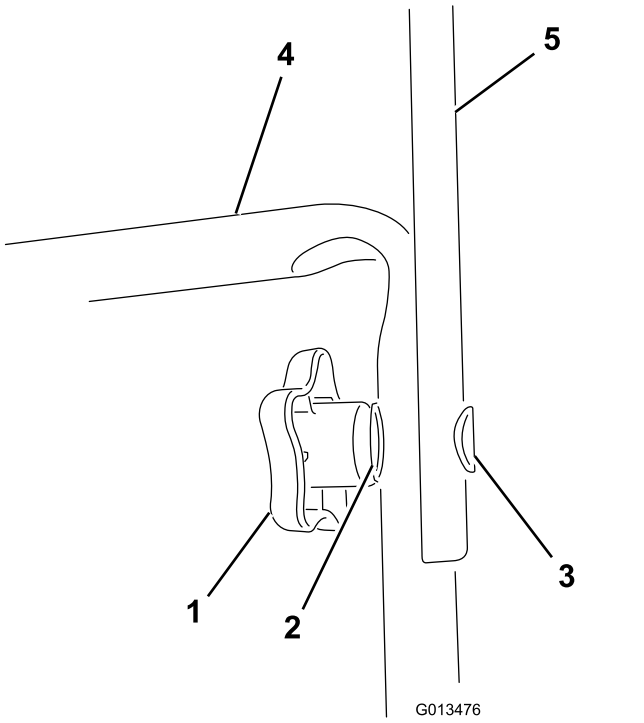

Figuur 1
2. Monteer de bovenste handgreep op de onderste handgreep van de machine met de handgreepknoppen, gebogen ringen en ovale bouten; zie Figuur 1.